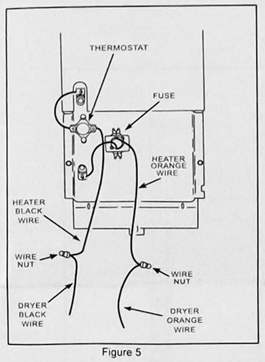

Figure 5
c. Connect dryer harness black wire and replacement heater black wire using wire nut (see Fig. 5)
d. Connect dryer harness orange wire to replacement heater orange wire suing wire nut (see Fig. 5).